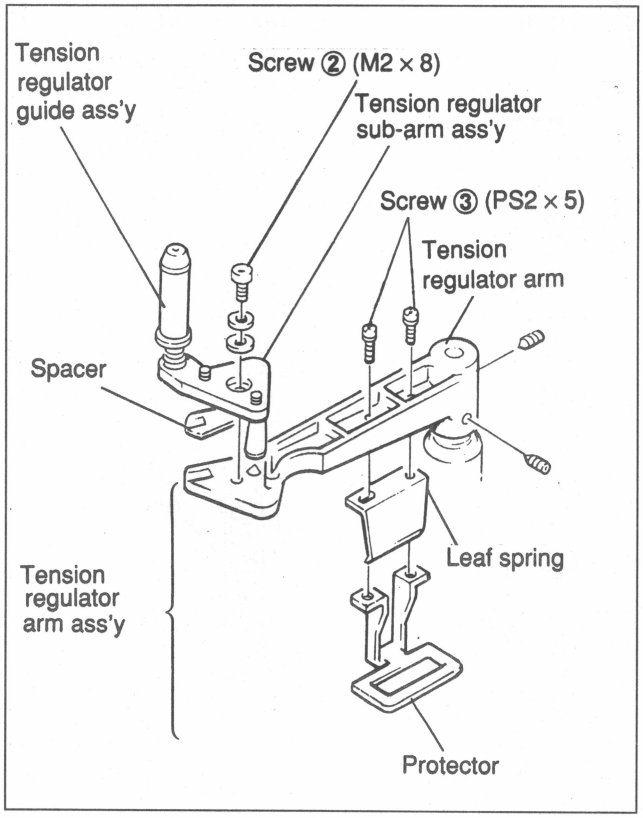

Fig.7-10-9 Tension Regulator Arm Ass'y
(2) Replace a leaf spring or protector at that time when it must be replaced.
- As shown in Fig. 7-10-9, move the leaf spring in the direction indicated by the arrow and install it together with the protector with two screws ③.